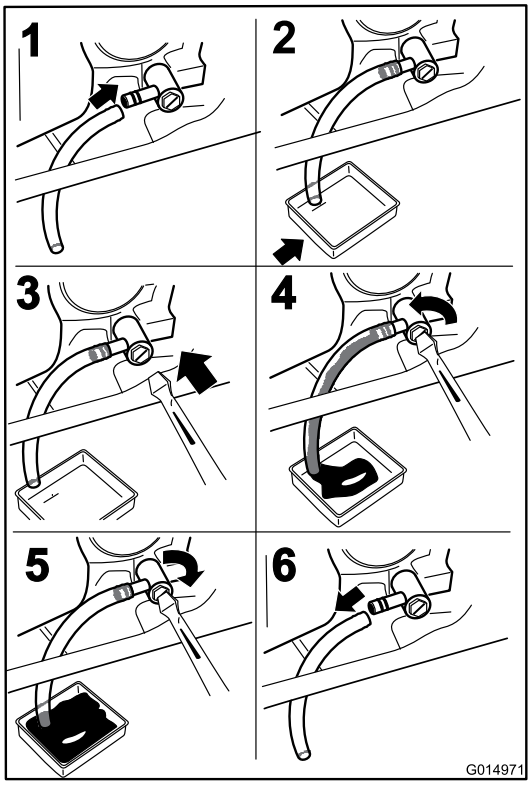

Figure 37
4. Stop the engine, remove the key, and wait for all moving parts to stop before leaving the operating position (Figure 37).